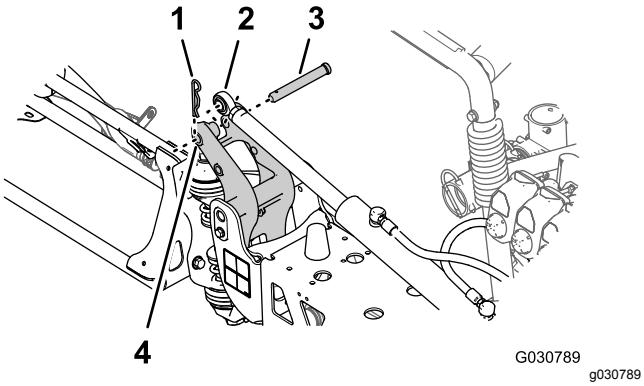

Figur 101
6. Rikta in stångänden av lyftcylindern mot 25 mm-hålet i hornet på svängkopplingen (Figur 101).
7. Fäst lyftcylindern på svängkopplingen med sprintbulten och hårnålssprinten (Figur 101) som du tog bort i steg 3 i Ta bort lyftcylindern (sida 28).